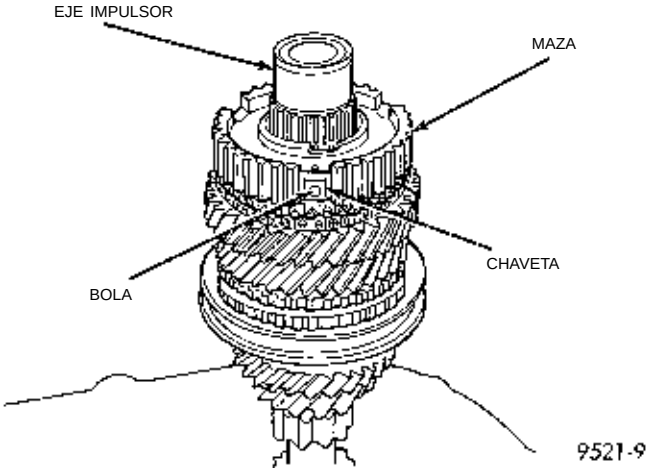

Fig. 118 Bolas del sincronizador
(3) Inserte la chaveta dentro de la maza y el muelle.
(4) Aplique vaselina al orificio de la chaveta. Inserte las bolas en cada chaveta (Fig. 118).